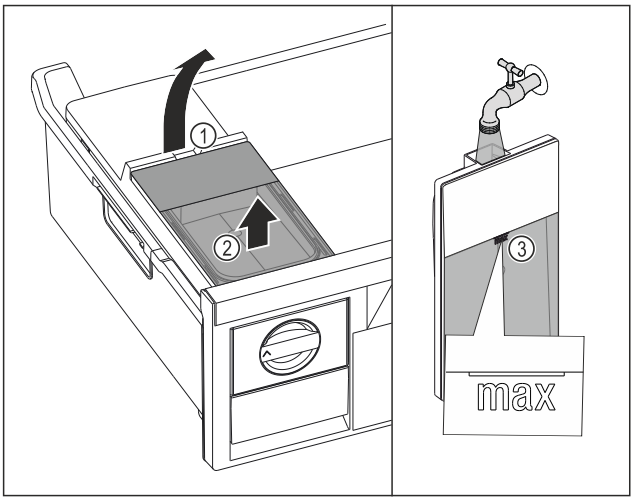

Fig. 125
▶ Løft vannbeholderen ved utsparingen *Fig. 125 (1)*.
▶ Løft vannbeholderen ut av skuffen. *Fig. 125 (2)*
▶ Fyll vanntanken med vann opp til markeringen *Fig. 125 (3)*.